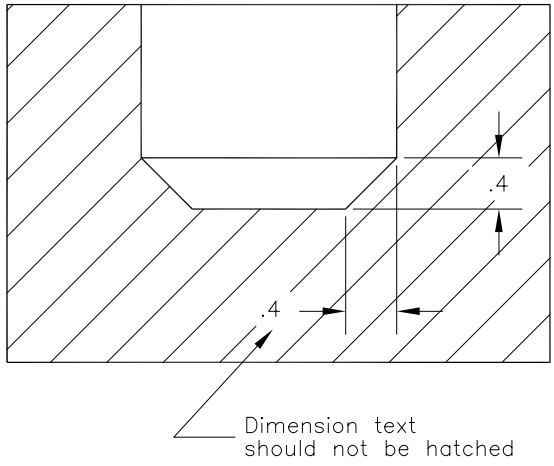

Figure 35-41 *Dimension text should not be hatched*
15. If the dimension of a feature appears in a section view, you must not hatch the dimension text (Figure 35-41). You can accomplish it by selecting the dimension object when defining the hatch boundary. You can also accomplish this by drawing a rectangle around the dimension text and then hatching the area after excluding the rectangle from the hatch boundary. (You can also use the **Explode** tool to explode the dimension and then exclude the dimension text from hatching. This is not recommended because by exploding a dimension, the associativity of the selected dimension is lost.)